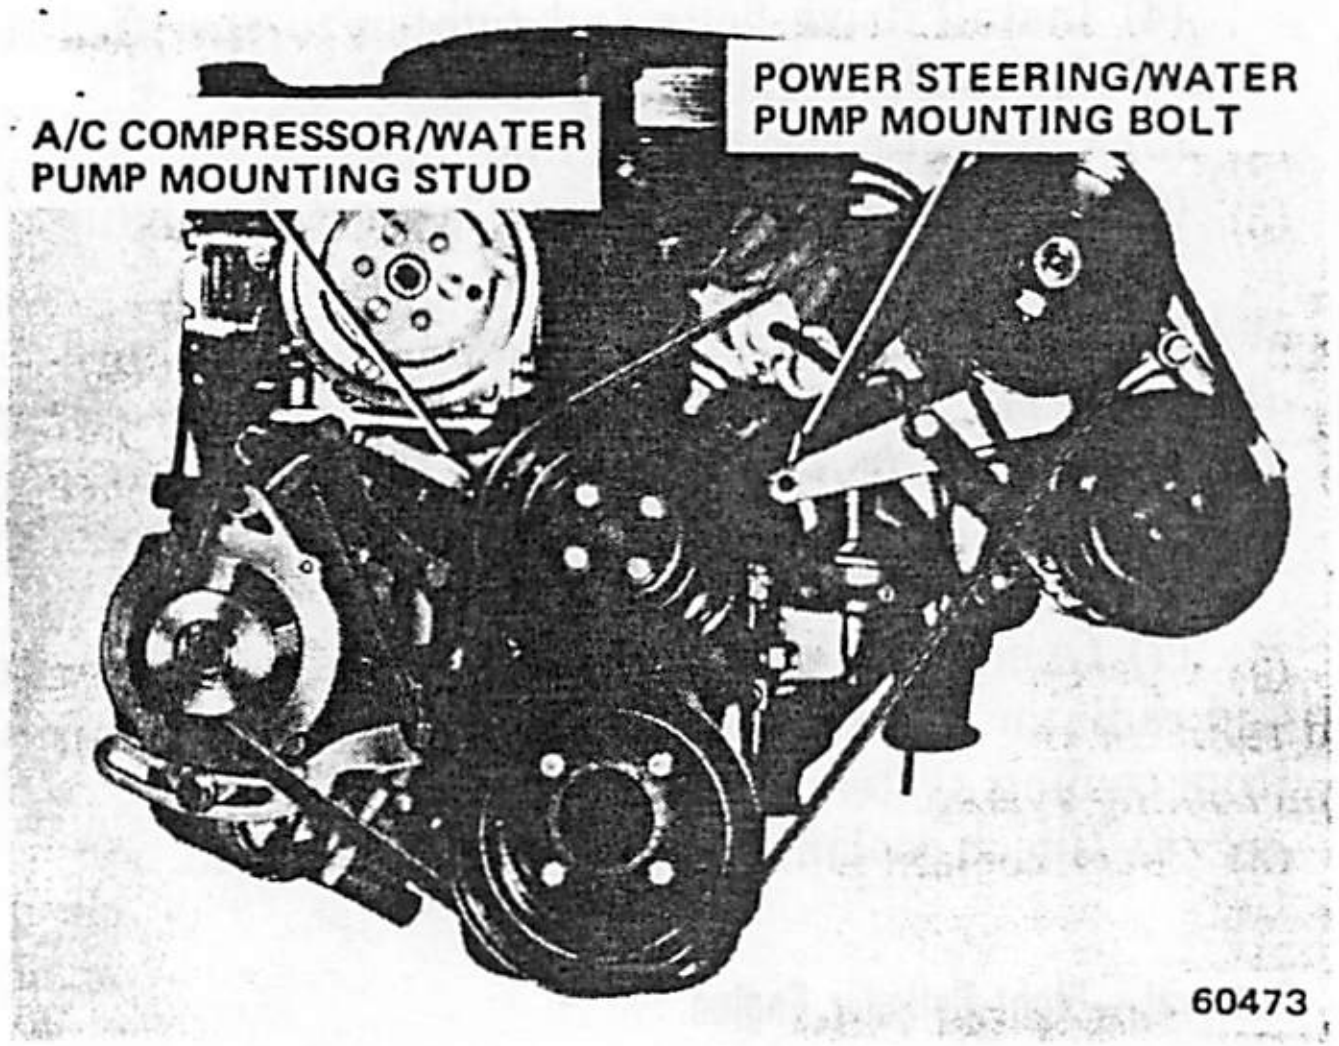

Fig. 1C-4 Water Pump Removal—Eight-Cylinder Engine with A/C
(2) Drain radiator and disconnect upper radiator hose at radiator.
(3) Loosen all drive belts.
(4) If vehicle is equipped with fan shroud, separate shroud from radiator.
(5) Install one radiator/shroud screw to retain radiator.
(6) Remove fan and hub from water pump. Remove fan and shroud, if equipped, from engine compartment.
(7) If vehicle is equipped with air conditioning, install double nut on air conditioning compressor bracket-to-water pump stud and remove stud (fig. 1C-4).
(8) Remove alternator and mount bracket assembly and place aside. Do not disconnect wires.
(9) If equipped with power steering, remove two nuts that attach power steering pump to rear half of pump mounting bracket.
(10) Remove two screws that attach front half of bracket to rear half.
(11) Remove remaining upper screw from inner air pump support brace, loosen lower bolt and drop brace away from power steering front bracket (fig. 1C-4).
(12) Remove front half of power steering bracket from water pump mounting stud.
(13) Disconnect heater hose, bypass hose and lower radiator hose at water pump.
(14) Remove water pump and gasket from timing case cover.
(15) Clean all gasket material from gasket mating surface of timing case cover.